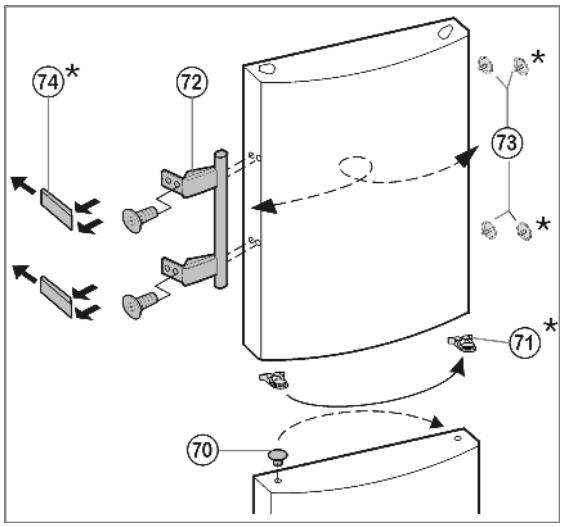

Fig. 17
- ▶ **On the bottom door:** Lift the stopper *Fig. 17 (70)* out of the door bearing bush and transfer it.
- ▶ **On both doors:** Detach door handle *Fig. 17 (72)*, stopper *Fig. 17 (73)* and pressure plates *Fig. 17 (74)* and transfer to the opposite side.